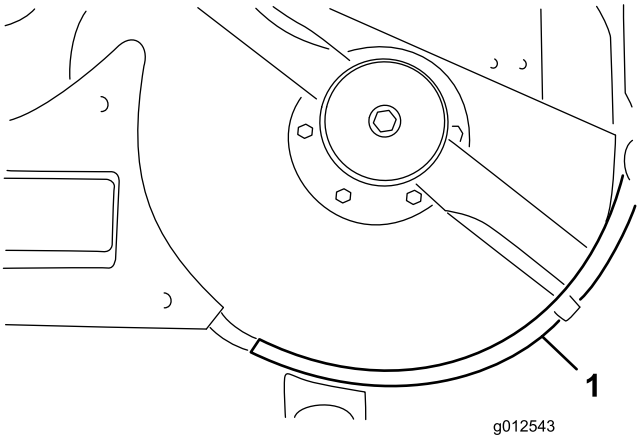

図 15
10. 左シェルフをデッキに取りつけるボルト 1/4-20 x 1 インチ 2本、ボルト3/8 インチ1本、ロックナット3個を使用する図 15。ボルトは、頭部がデッキの内側にくるように取り付ける。